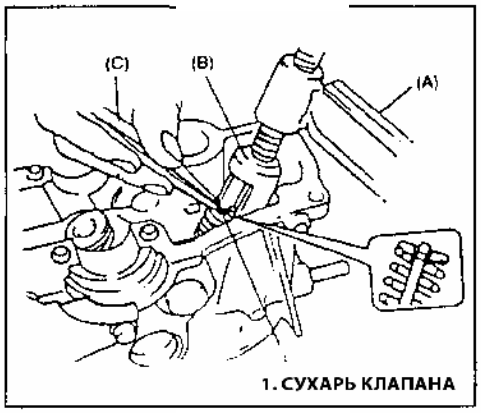

Рис. 116
8) Сожмите пружину при помощи специального инструмента (съемником пружин) и установите два сухаря в паз на штоке клапана (Рис. 116).